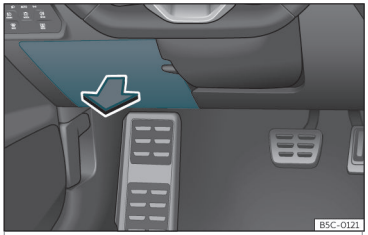

Fig. 47 En el tablero de instrumentos del lado del conductor: tapa de la caja de fusibles.
- *Abrir:* abata la cubierta hacia abajo ››› **fig. 47**.